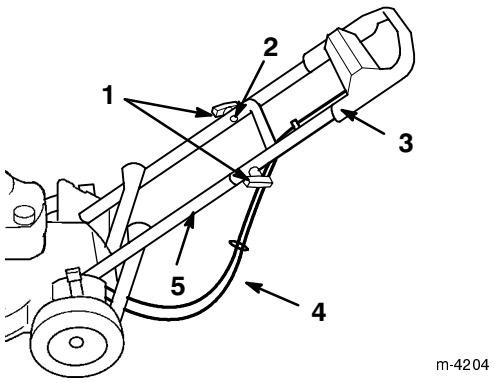

Figur 3
5. Kontroller at kablene er festet under og bak det nedre håndtaket som vist på figur 3.